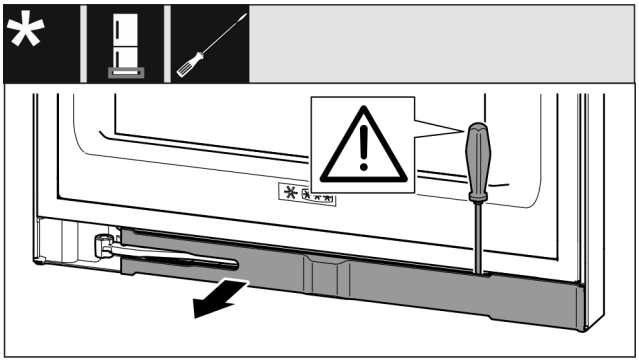

Fig. 13
▶ Deblocați masca cu șurubelnița plată și pivotați-o în lateral. (vezi Fig. 13)